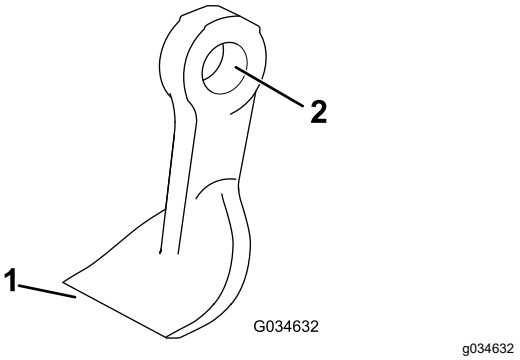

Figur 75
4. Undersøk kniven for skade, og vær spesielt oppmerksom på festene, kniveggen og monteringshullet (Figur 75). Skift alle skadde kniver og festene.